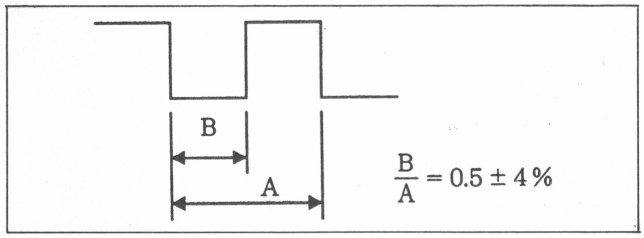

Fig. 7-9-15
(5) When the blue key [IN] is pressed, the T-reel turns. Adjust the duty to 50±4% with the keys [+] and [−] as indicated by the waveform on the oscilloscope (connected to TP-31) shown in figure 7-9-15.
(6) When this requirement is met, press the blue key [IN] and key [SET] to stop the T-reel.
(7) Then, operate the following keys to write the adjustment value into the NOVRAM.
(9) When the blue key [IN] is pressed, the T-reel turns. Adjust the duty to 50±4% with the keys [+] and [−] as indicated by the waveform on the oscilloscope (connected to TP-31) shown in figure 7-9-15.
(10) When this requirement is met, press the blue key [IN] and key [SET] to stop the T-reel.
(11) Then, operate the following keys to write the adjustment value into the NOVRAM.
(13) When the blue key [IN] is pressed, the T-reel turns. Adjust the duty to 50±4% with the keys [+] and [−] as indicated by the waveform on the oscilloscope (connected to TP-31) shown in figure 7-9-15.
(14) When this requirement is met, press the blue key [IN] and key [SET] to stop the S-reel.
(15) Then, operate the following keys to write the adjustment value into the NOVRAM.
(17) When the blue key [IN] is pressed, the S-reel turns. Adjust the duty to 50±4% with the keys [+] and [−] as indicated by the waveform on the oscilloscope shown in figure 7-9-15.
(18) When this requirement is met, press the blue key [IN] and key [SET] to stop the S-reel.
(19) Then. operate the following keys to write the adjustment value into the NOVRAM.